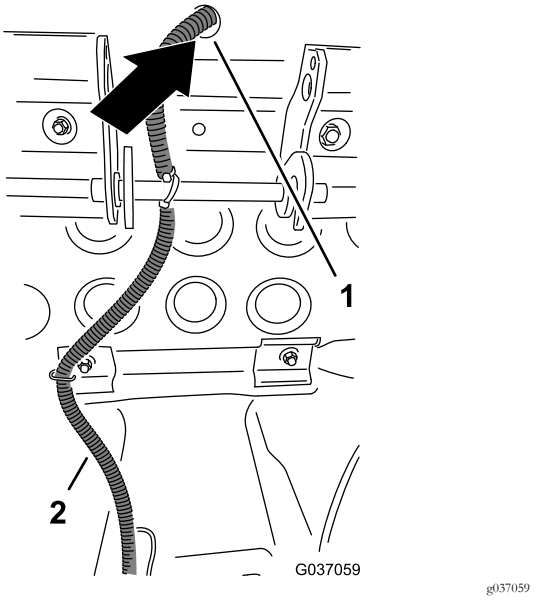

Bild 23
6. Verlegen Sie den 2-Buchsen-Stecker für den Relaiskabelbaum (weiße und schwarze Kabel) durch das Loch in der Plattform hinter dem Sitz (Bild 23).
Unterseite der Plattform entlang des Relaiskabelbaums durch das Loch in der Plattform hinter dem Sitz, siehe Bild 23 in Anschließen des Relais und Kabelbaums (Modell 02750) (Seite 9).